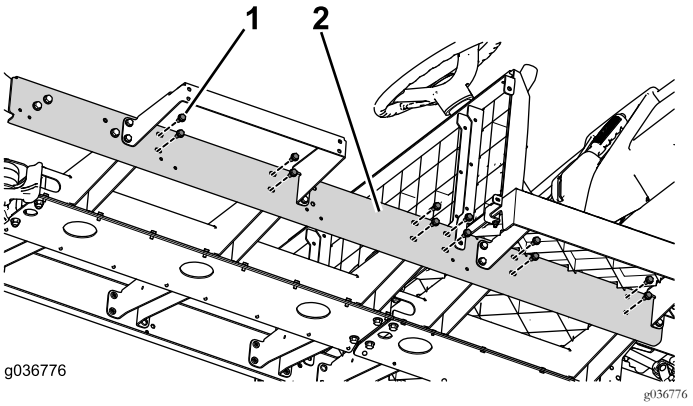

Figura 31
7. Montate la bulloneria del canale rimanente (Figura 31).